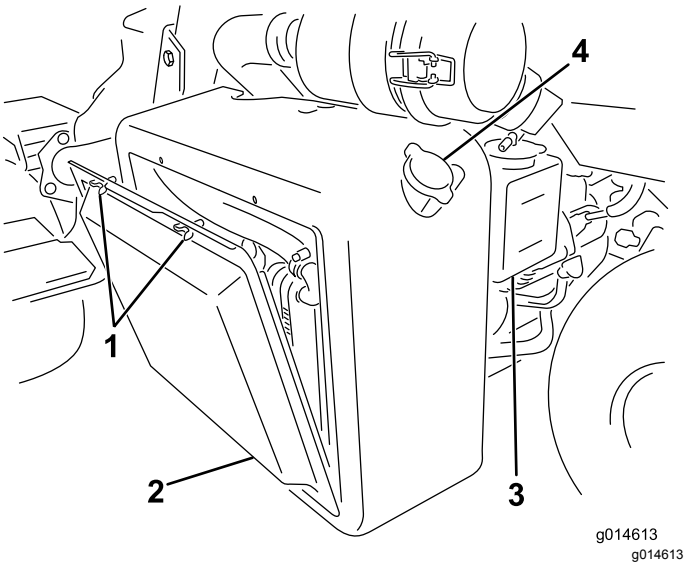

Figuur 38
1. Verwijder het radiateurscherm (Figuur 38).
2. Controleer het koelvloeistofpeil (Figuur 38 en Figuur 39).